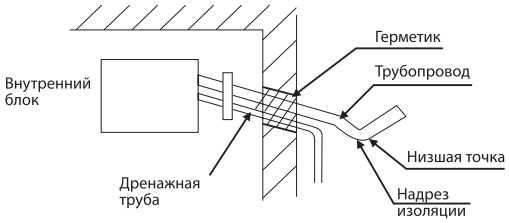

Рисунок 47 - Схема изгиба трубопроводов
• В случае, если отверстие в стене помещения выполнено ниже места установки внешнего блока, трубопроводы должны быть выгнуты соответствующим образом, а изоляция трубопроводов надрезана в низшей точке изгиба, с целью предотвращения попадания в помещение атмосферной воды (см. рис. 47).